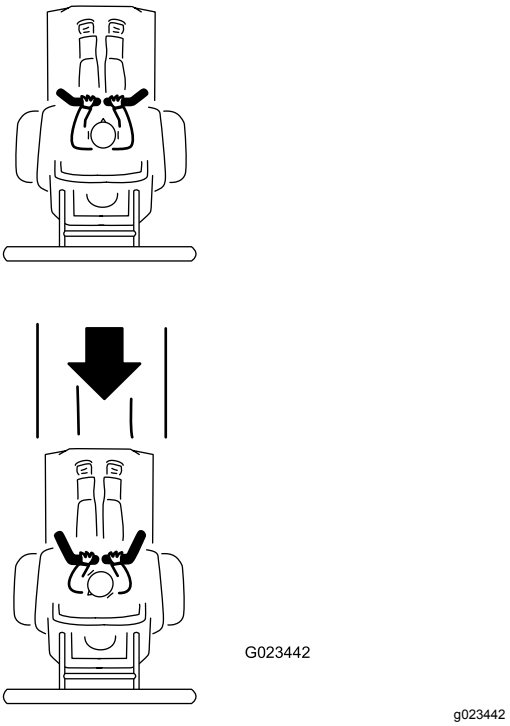

Figur 25
3. Se bak deg og dra kontrollhåndtakene sakte bakover (Figur 25).